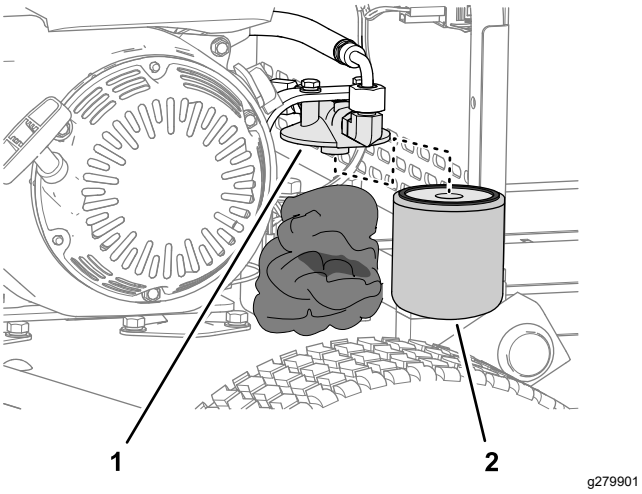

Figur 37
2. Fyll området under hydraulfiltret med trasor (Figur 37).
3. Avlägsna försiktigt hydraulfiltret (Figur 37).
5. Montera filtret på filterhuvudet för hand (Figur 37) tills packningen nuddar vid filterhuvudet. Dra sedan åt filtret ytterligare tre fjärdedels varv.